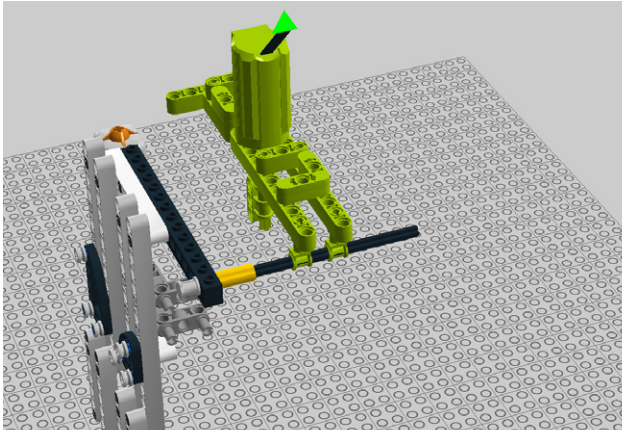

Figure 5-64. *Step 57: Connecting the mixing arm*
57. Add the mixing arm to the cross axle (see Figure 5-64).